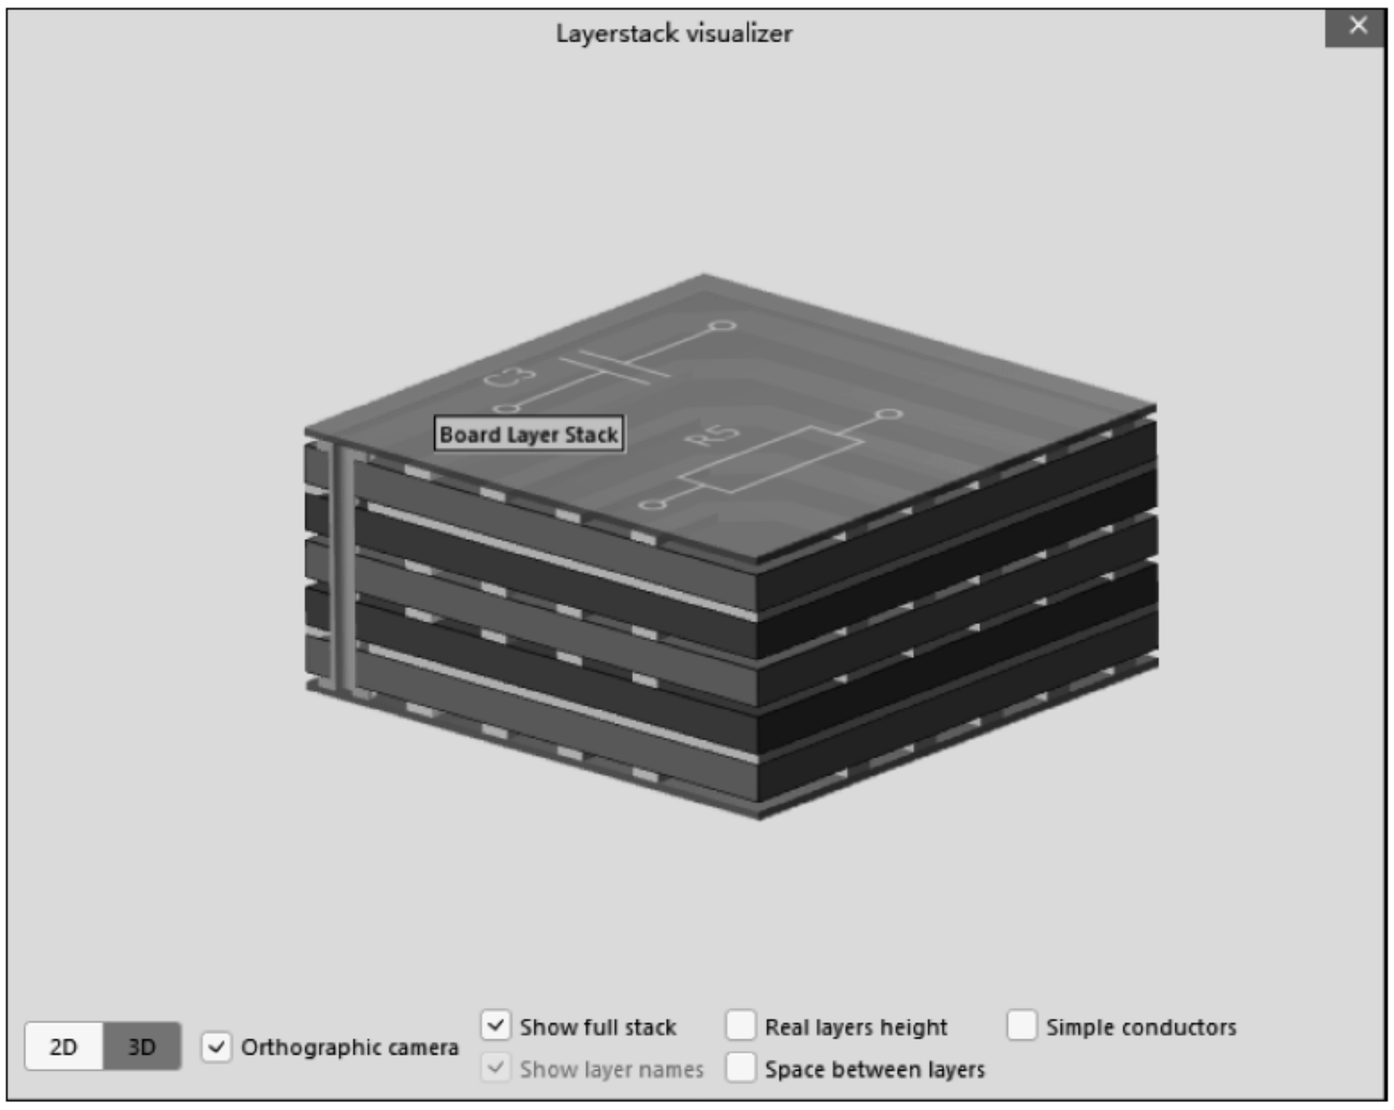

图 3-26　叠层可视化
④ Mirror whole stack up：向上镜像整个叠层，在第一个线路层插入另外的介电层，然后在新的介电层上方复制和镜像所有信号的介质层。
(5) 层叠可视化。在层叠管理器中，执行菜单栏中 Tool→Layer Stack Visualizer 命令，即可打开 Layerstack visualizer 对话框，如图 3-26 所示，可通过勾选相关配置选项，进行叠层查看，单击并按住右键移动可调整视图。按快捷键 Ctrl+C 可复制此页面到剪贴板中。